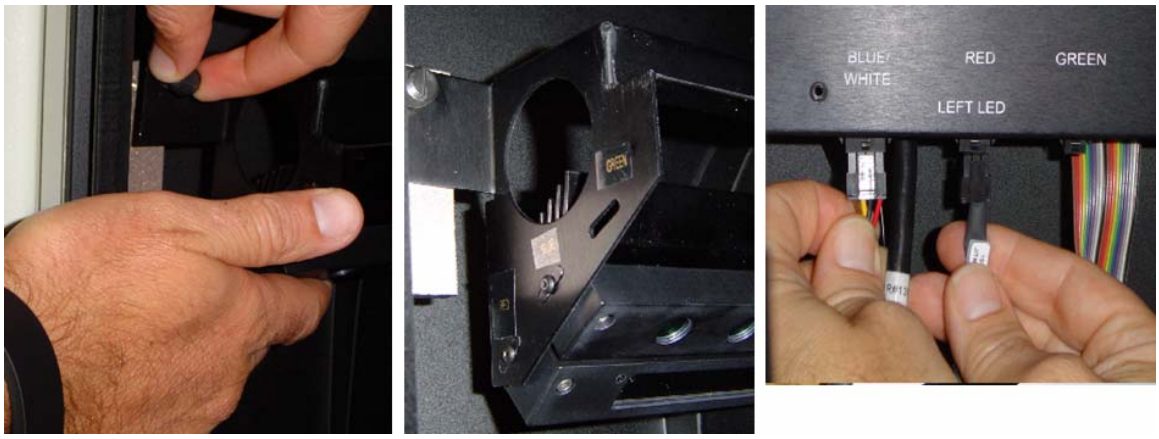

Figure 3.17. Remounting LED assembly and reattaching connectors
5. Remount the LED assembly inside the VersaDoc instrument, and tighten the thumbscrews on the front of the assembly. Reconnect the connectors to their labeled positions on the back panel (Figure 3.17).